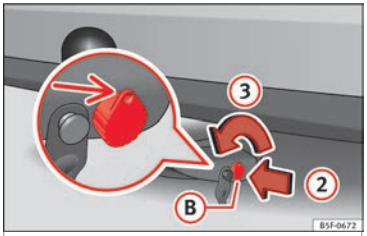

Fig. 231 Releasing the lock.
- Insert key (B) into the lock in the direction of arrow (2) ››› Fig. 231.
- Turn the key in the direction of arrow (3) until the part of the key with the holes is facing upwards.